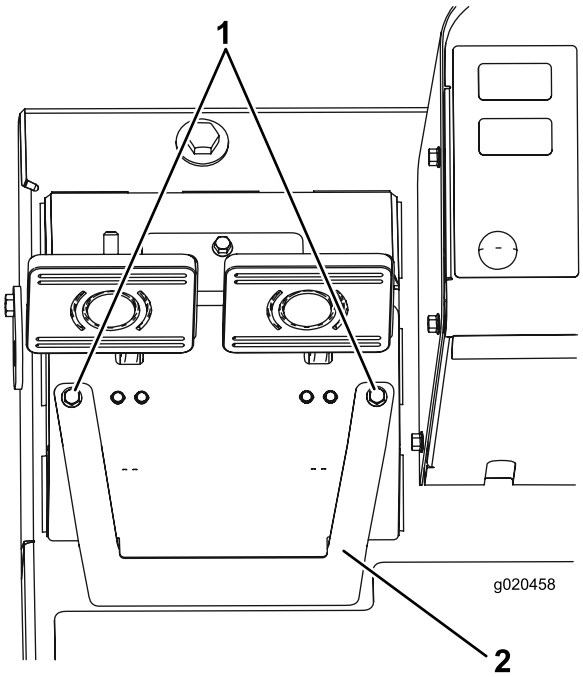

図 66
A. 取り付けねじ2本を取り外してブレーキ調整カバーを外す図 66。